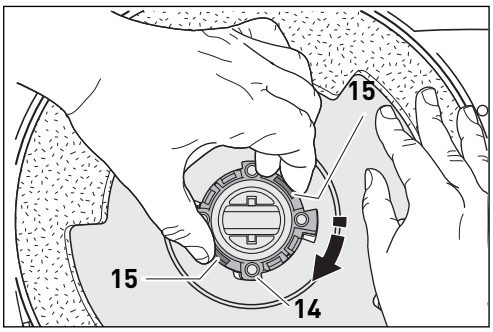

Figure 2
Pressez les onglets du dispositif de retenue (15) entre l'index et le pouce et tournez le patin dans le sens des aiguilles d'une montre jusqu'à ce qu'il se bloque à nouveau en position. Voir figure 2